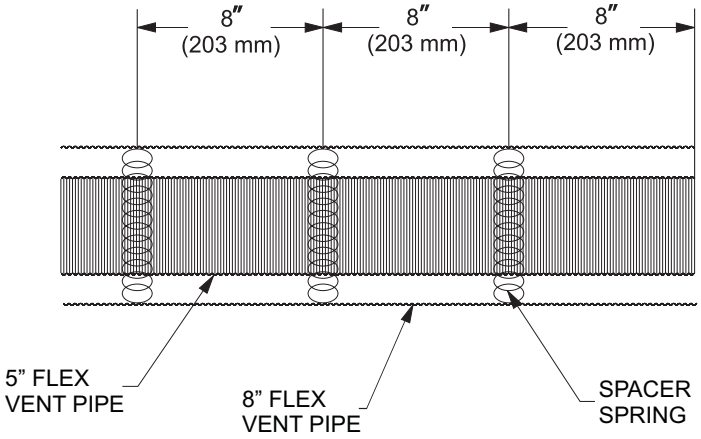

Figure 69
5. Install the Wall Firestop/Thimble assembly as required through the wall. Refer to the venting charts in the fireplace manual to determine the proper height and size of the vent opening. The minimum opening should be 10” wide by 12” high. The minimum combustible clearance from the horizontal vent is 1” from sides and bottom, and 3” above the vent pipe. **See Figure 69.**